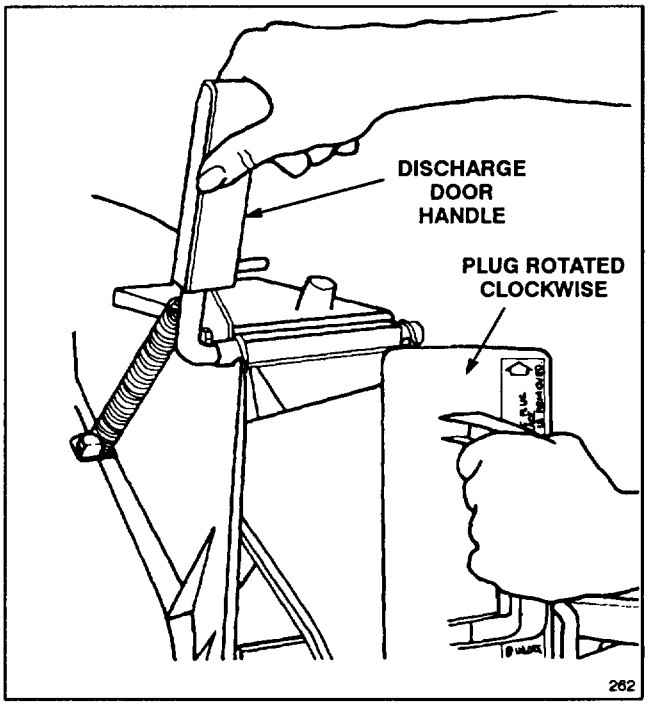

**Figure 5**
**1.** Open the discharge door by pulling forward on the handle and moving it rearwards (Fig. 5). Hold the discharge door handle to prevent the spring–loaded door from closing while inserting the plug.
**2.** Since the plug is slightly wider than the discharge tunnel opening, rotate the plug clockwise slightly while inserting it (Fig. 5). Make sure the arrow on the plug decal is pointing upwards.